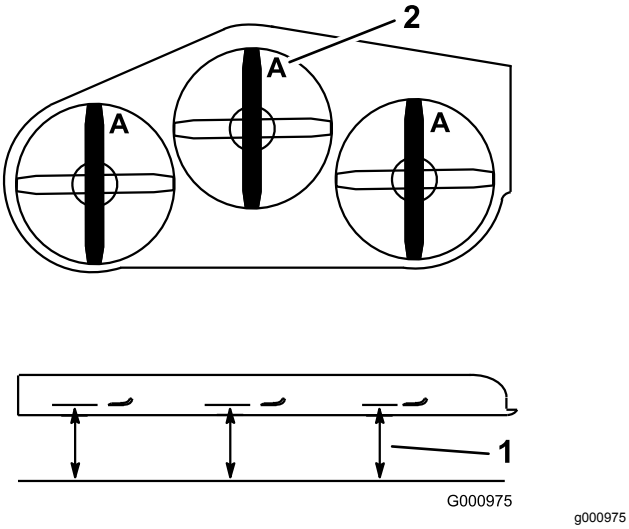

Figur 102
4. Mål fra en plan overflade til skæreknivenes skærekant, position **A** (Figur 102).